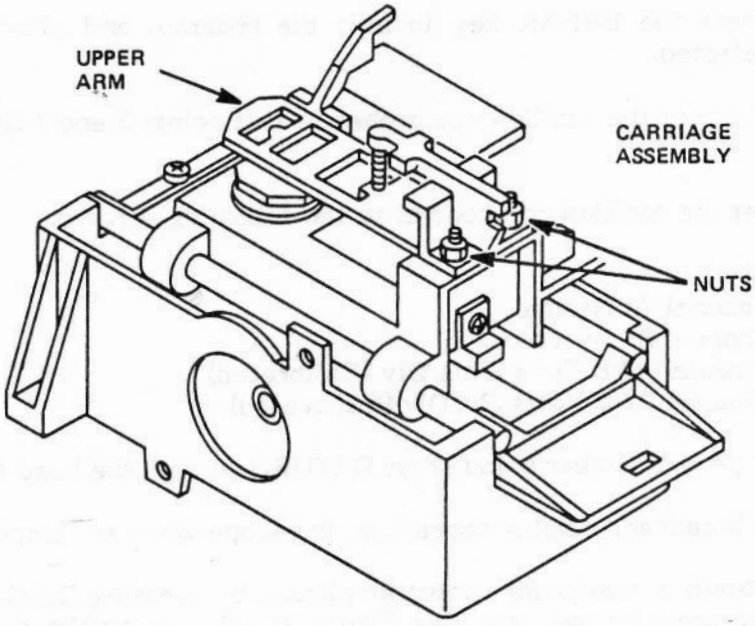

Figure 8C-2. Upper Arm and Nuts
5. Obtain a maximum output amplitude by pressing lightly with one finger on the pressure pad arm (See Figure 8C-2). An amplitude equal to or greater than 80% of maximum value is correct amplitude.
7. Turn the two (2) nuts that attach the upper arm to the carriage assembly counter-clockwise one-quarter (1/4) turn (See Figure 8C-2). Use a 3/16" nut driver.
9. While holding the arm in the highest output position, turn the two (2) nuts that attach the upper arm to the carriage assembly clockwise.